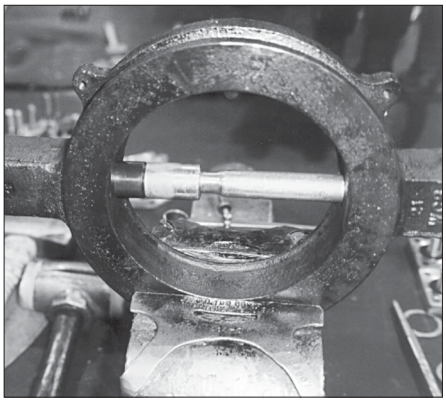

Figura 5 - Inserción parcial del casquillo del eje.
2. Para evitar dañar el casquillo del eje (8), presione suavemente el casquillo contra el soporte del cuerpo de eje golpeando suavemente el casquillo (8) utilizando un mazo de goma.
3. Tras insertar parcialmente el casquillo del eje (8) en el soporte del cuerpo de la válvula, inserte la herramienta de instalación/extracción en el casquillo de eje superior. (Consulte la Figura 5.)